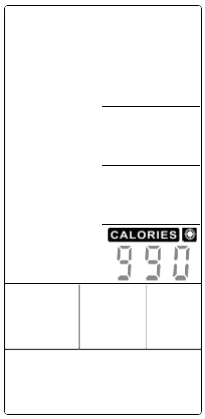

Figure 43
2. CALORIES value is flashing, press UP and DOWN to adjust (Figure 43). Press ENTER to confrim meanwhile buzzer beeps ls and **CALORIES** lasting lighting up